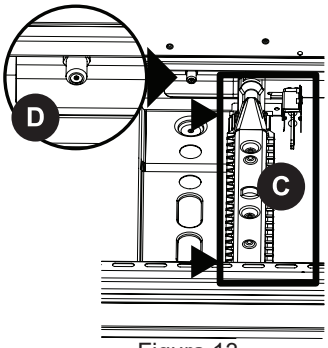

Figura 13
d. Levante el ensamble del quemador de horneado (**C**) y colóquelo a un lado para tener acceso a la campana del orificio (**D**). No se requiere la extracción completa de la cavidad (consulte la Figura 13).